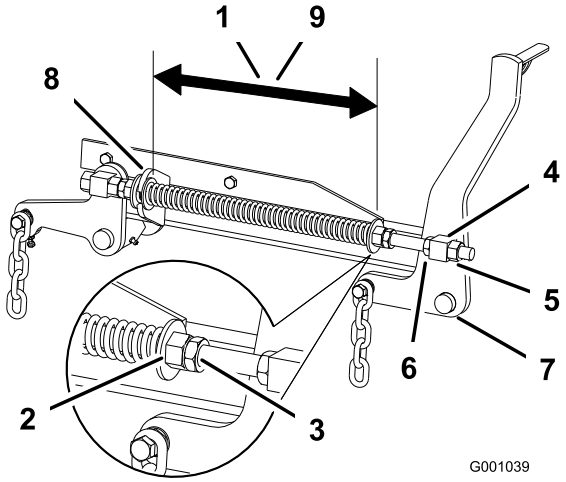

Figur 83
2. Kontroller afstanden mellem de to store skiver. Den skal være 28,2 cm til 132 cm plæneklipperskjolde og 26,7 cm til 152 cm plæneklipperskjolde (Figur 83).
3. Juster denne afstand ved at løsne fjederkontramøtrikken og dreje møtrikken foran hver fjeder (Figur 83). Når møtrikken drejes med uret, forkortes fjederen. Drejes den mod uret, bliver fjederen længere.
4. Lås møtrikken på plads ved at spænde fjederkontramøtrikken (Figur 83).